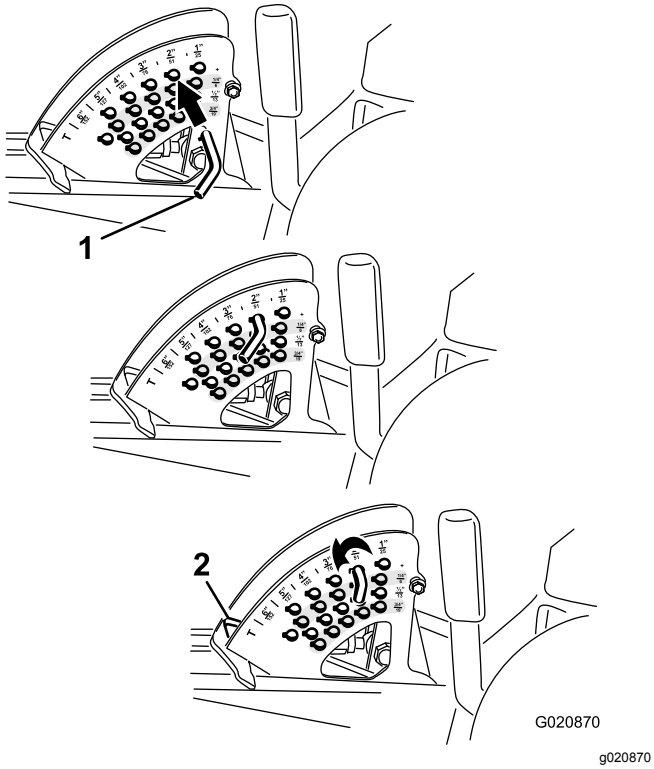

**Rysunek 25**
2. Obracaj sworzeń blokady, aż znajdujący się w nim sworzeń obrotu zrówna się ze szczelinami w otworach we wsporniku wysokości koszenia, a następnie go wyjmij (Rysunek 25).
3. Wybierz otwór we wsporniku wysokości koszenia odpowiadający żądanej wysokości koszenia, wsuń sworzeń i obróć go w dół do zablokowania na miejscu (Rysunek 25).
**Informacja:** Istnieją 4 rzędy otworów (Rysunek 25). Górny rząd zapewnia wysokość koszenia podaną nad sworzniem. Drugi rząd zapewnia podaną wysokość plus 6 mm. Trzeci rząd zapewnia podaną wysokość plus 12 mm. Dolny rząd zapewnia podaną wysokość plus 18 mm. Dla położenia 15,8 cm jest tylko 1 otwór znajdujący się w drugim rzędzie. Nie powoduje on dodania 6 mm do położenia 15,8 cm.